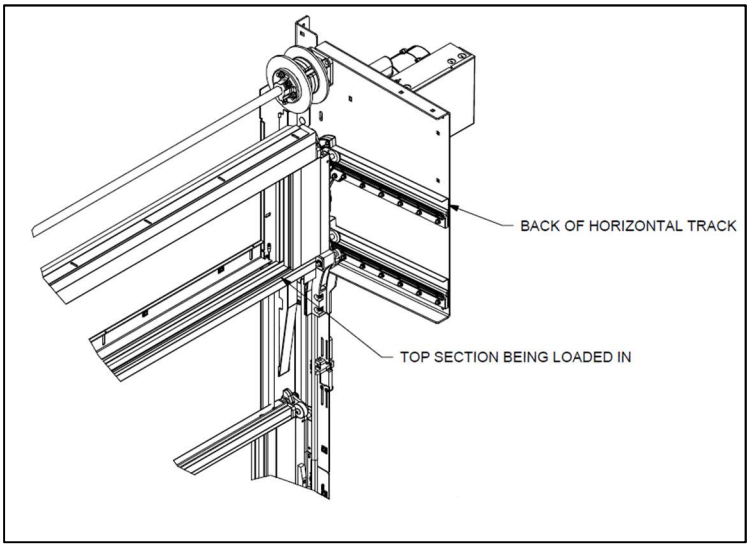

***Figure 27– LOADING THE TOP SECTION INTO THE MAGAZINE***
73. Carefully load any remaining intermediate sections followed by the top section, through the back of the bracket assembly and in to the horizontal track (see **Figure 27**).